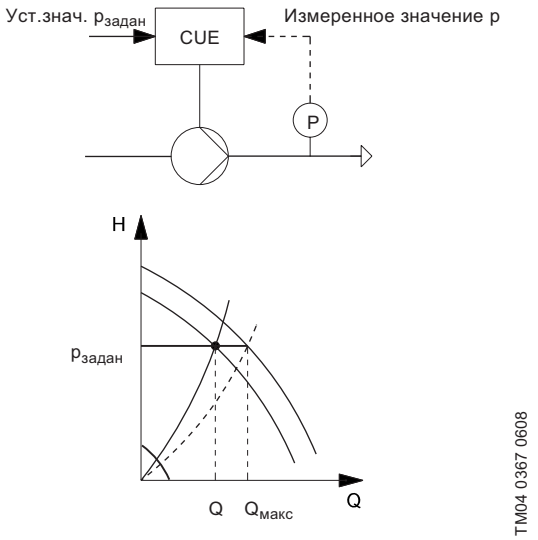

Рис. 21 Управление по постоянному давлению
ПИД–регулятор сравнивает требуемое установленное значение ($p_{задан}$) с фактическим значением (p), измеренным датчиком (P) (см. рис. 21).